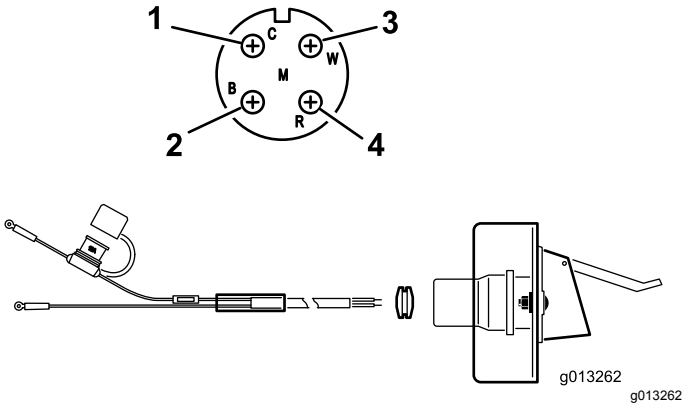

**Figur 9**
2. Før og fest de elektriske ledningene fra batteriet til den elektriske pluggbraketten (Figur 9).
3. Mat ledningen gjennom sokkelbraketten ot monter den svarte gummipakningen over ledningen (Figur 9).